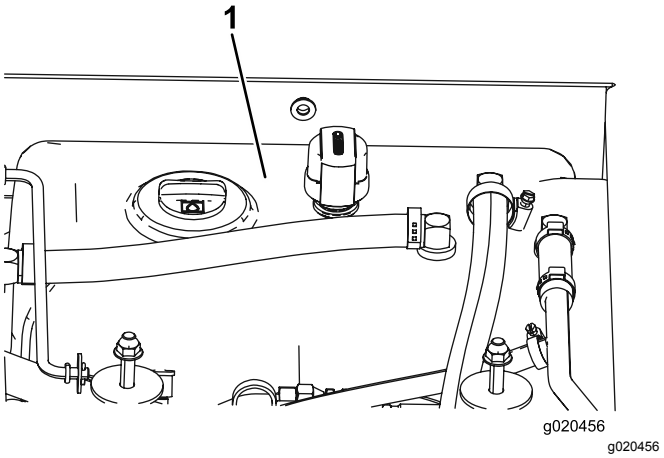

Figur 80
4. Fyld beholderen (Figur 80) med hydraulikvæske. Se Kontrol af hydraulikvæsken (side 63).